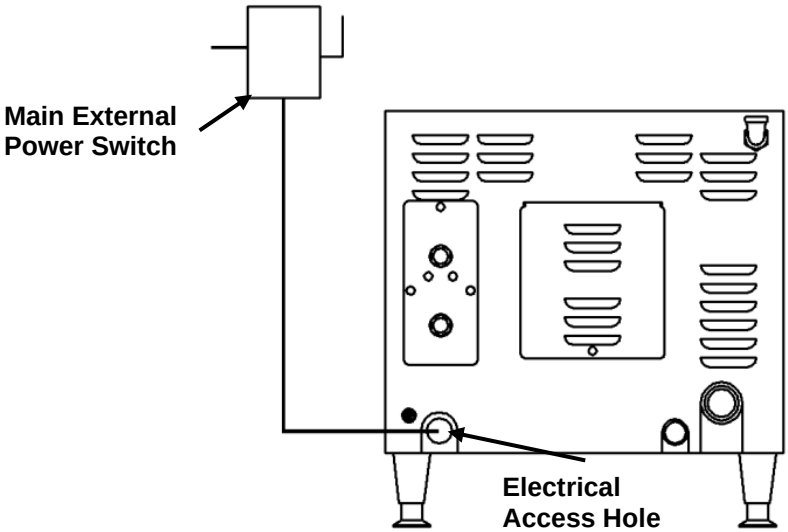

Figure 3-12 Electrical Main Power Switch and Access Hole
1. Install a main disconnect switch and a separate fuse or breaker for this appliance as shown in Figure 3-12. The fused disconnect switch is called the "Main External Power Switch."
6. Mechanically secure the flexible conduit to the electrical access hole found at the rear of the appliance. See Figure 3-12.